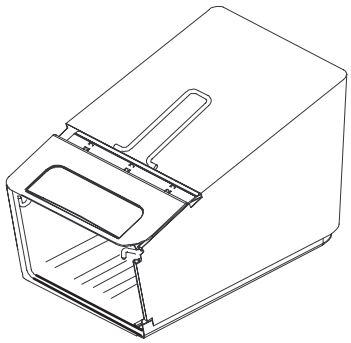

Figur 6
2. Pass på at sidene på bunnen av posen er på **innsiden** av poserammen som vist i figur 6.